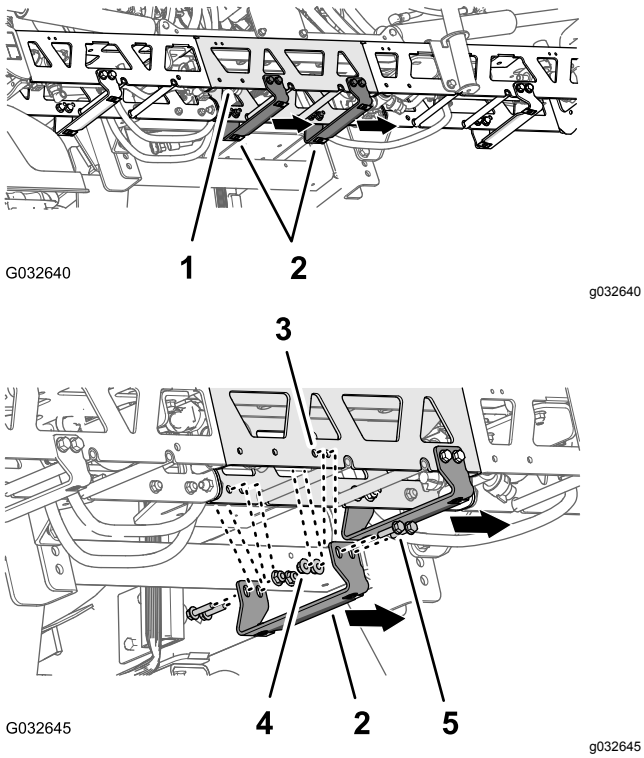

Figuur 184
2. Zoek op het verlengstuk voor de middelste spuitboom de 2 paar gaten in het verticale vlak van het frame; de gaten hebben een onderlinge afstand van 25 mm (Figuur 184).
3. Lijn de gaten in een steunbeugel (Toro onderdeelnummer 131–3703–03) uit met de gaten in het verlengstuk voor de middelste spuitboom die u gevonden hebt in stap 2; hou de brede flens van de beugel aan de linkerkant, zoals in Figuur 184.
4. Monteer de steunbeugel op het frame (Figuur 184); gebruik hierbij 4 flenskopbouten (3/8 x 1-1/4" - Toro onderdeelnummer 110-5050) en 4 flensborgmoeren (3/8" - Toro onderdeelnummer 104-8301).